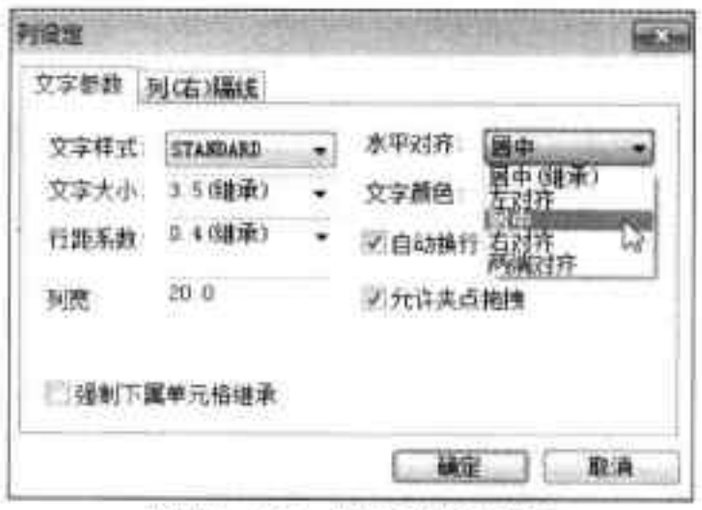

图17-42 设置列参数值
Step 02 在“列设定”对话框中，用户可根据需要设置好相关参数，如图 17-42 所示。